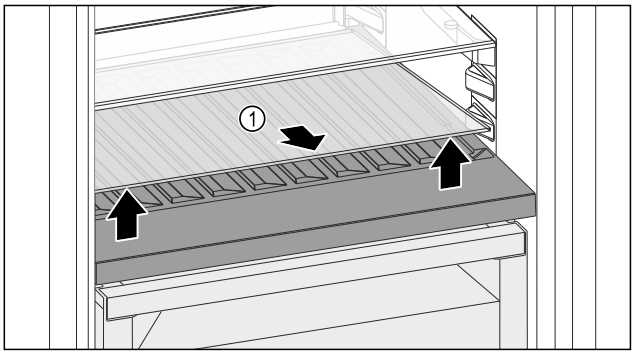

Fig. 156
▶ Lift the glass shelf *Fig. 156 (1)* at the front and remove.
▶ Store the glass shelf *Fig. 156 (1)* in a safe place outside the appliance.